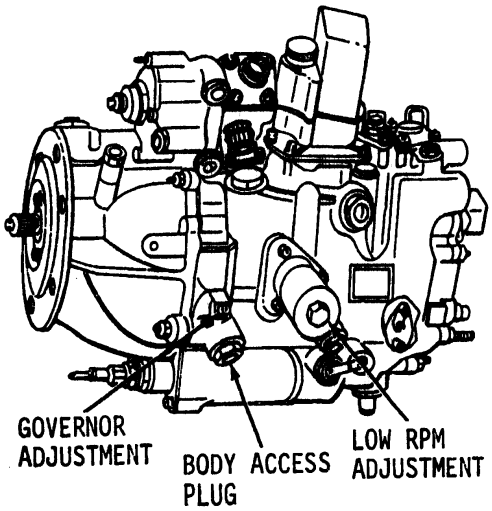

Figure 13. Fuel Control–Bottom Left Side View
(3) Open the fuel control cutoff valve by grounding pin C and applying 28 V DC to Pin B of the electrical connector.
(4) Remove the main fuel control body access plug. After draining, replace the plug and lockwire. (See figure 13.)
(5) Motor the engine up to maximum attainable motoring rpm. Simultaneous with motoring, open the oil supply line to the fuel system. Cycle the starting fuel system.
(6) When fuel–free oil flows from the drain line flushing is complete.
(7) Disconnect the preserving oil supply. (See figure 13.)
(8) Remove drain lines and reconnect the fuel lines.
(9) Close the fuel control cutoff valve by grounding pin C and applying 28 V DC to pin A of the electrical connector.
47. PRESERVATION WHEN ROTOR SHAFT CANNOT BE ROTATED. (See figure 13.)
t. Remove the main fuel control body access port plug. Allow the fuel control to drain for at least five minutes then reinstall the plug and lockwire. (See figure 13.) (QA)